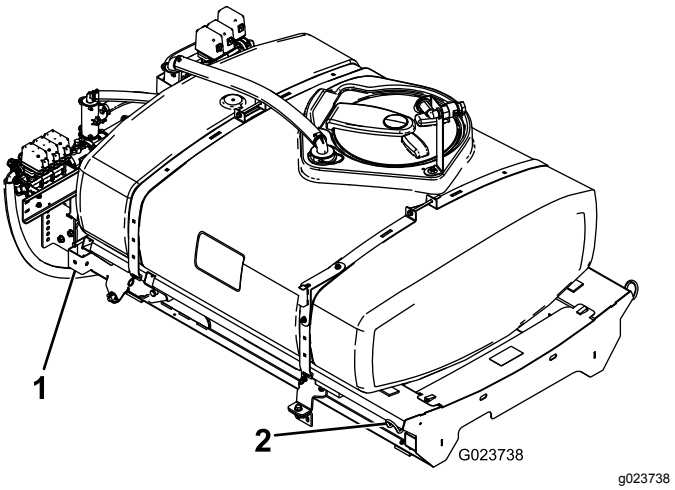

Figur 10
1. Løft tankens gliderramme ved hjelp av en løfteanordning (Figur 10), og posisjoner over kjøretøyrammen slik at pumpe- og ventilenhetene vender bakover.